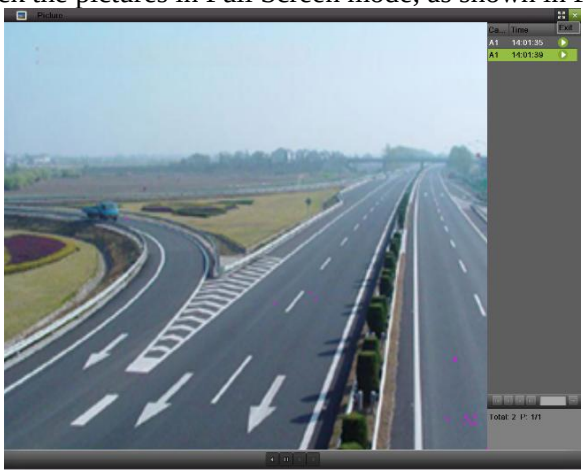

Figure 63 Picture Playback
9. Click to play back the pictures in Full Screen mode, as shown in Figure 63.